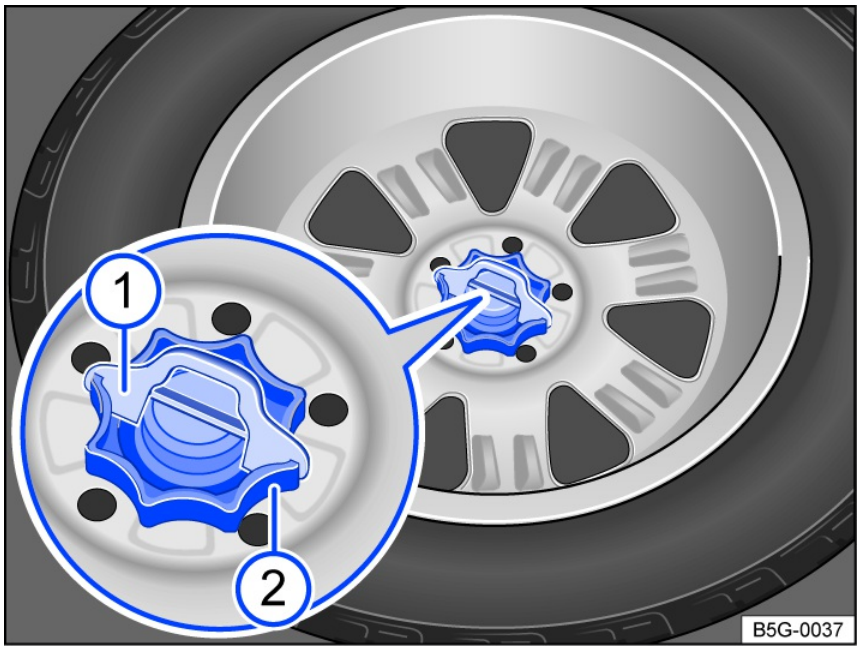

Fig. 157 In the luggage compartment: handle to secure the compact spare wheel.
5. Remove the locking wedge *fig. 157* (1) upward.
6. Turn the handwheel in the center of the spare wheel *fig. 157* (2) all the way counterclockwise.
6. Position the locking wedge *fig. 157* (1) in the slot on the threaded pin so that the handwheel cannot turn.